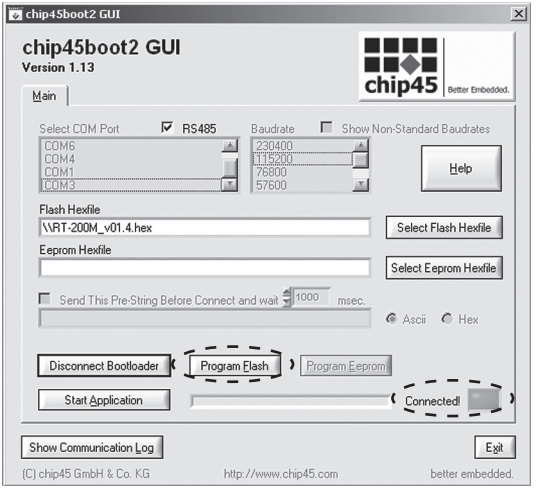

Рис. 26.
8. Проверить «соединение» программы с регулятором, сообщение – **«Connected»** + **«зеленый индикатор»**, Рис. 26;